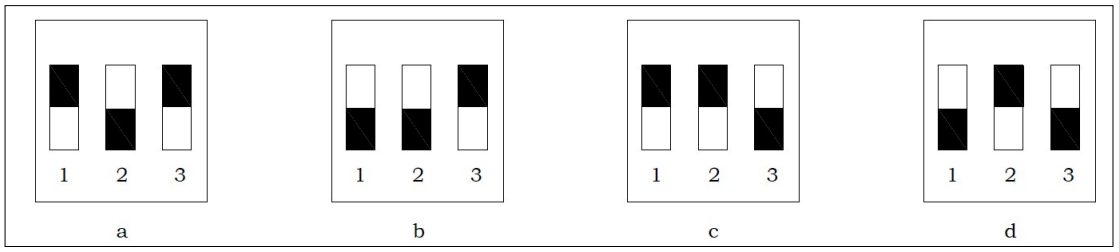

Рисунок 3.11.3А – «красные» настройки регулятора
(1) Вращайте ручку **GAIN** (УСИЛЕНИЕ) по ч.с., до возникновения нестабильности в работе двигателя, затем постепенно вращайте ручку в обратную сторону до возвращения к стабильному режиму работы. Для безопасности повертине ручку против часовой стрелкиеще на одно деление
(2) Вращайте ручку **STABILITY** (УСТОЙЧИВОСТЬ) по ч.с., до возникновения нестабильности в работе двигателя, затем постепенно вращайте ручку в обратную сторону до возвращения к стабильному режиму работы. Для безопасности повертине ручку против часовой стрелки еще на одно деление.
(3) Возможно, что потребуется дополнительная регулировка данных ручек после того, как двигатель начнет работать под нагрузкой. Обычно, настройки регулятора на холостом ходу позволяют добиться удовлетворительных результатов. Для настройки регулятора можно использовать осцилограф.
- Если вышеописанными действиями выйти на стабильный режим работы двигателя не получилось, следует производить настройку при 4 различных настройках (см. рис. 3.11.3А):